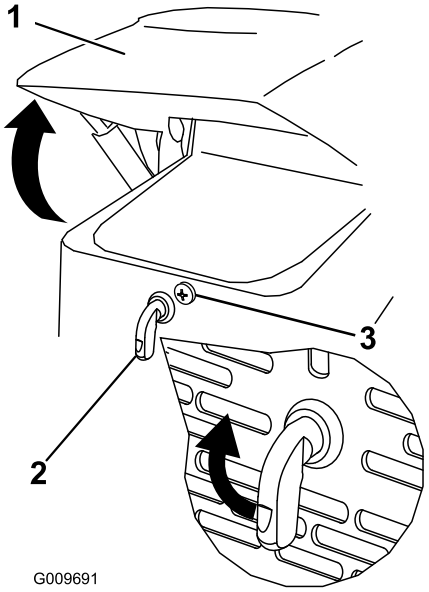

Figur 27
1. Lossa huvens låsskruv (Figur 27)
2. Vrid motorhuvsspärren medurs (Figur 27).
3. Sväng upp huven (Figur 27).
3. Dra åt huvens låsskruv och fäst spärren (Figur 27).